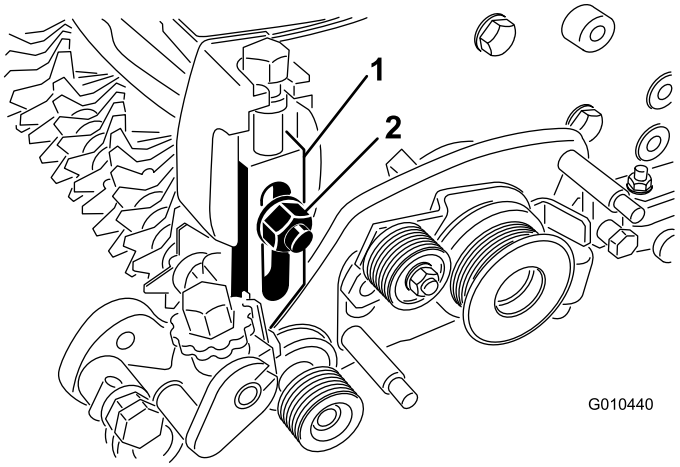

Figur 32
5. Fjern låsebolten, mutteren og skiven som fester klippehøydearmenheten til sideplaten (Figur 32).